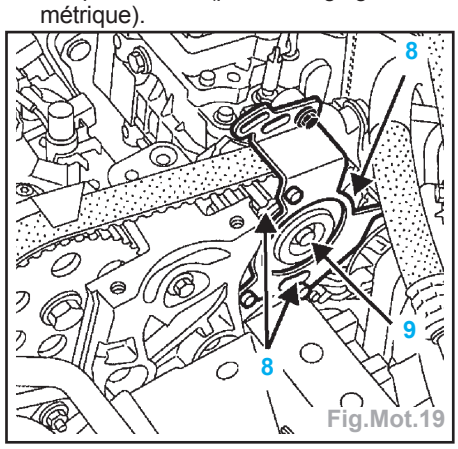

Fig.Mot.19
- Déposer le support arrière de pompe (7).
- les trois vis de fixation de la pompe en passant un tournevis étoile dans les interstices (8) de la poulie **RAM** (poulie à réglage micrométrique) (Fig.Mot.19),
- l'écrou central (9) fixant l'axe de pompe à la poulie RAM (poulie à réglage micrométrique).